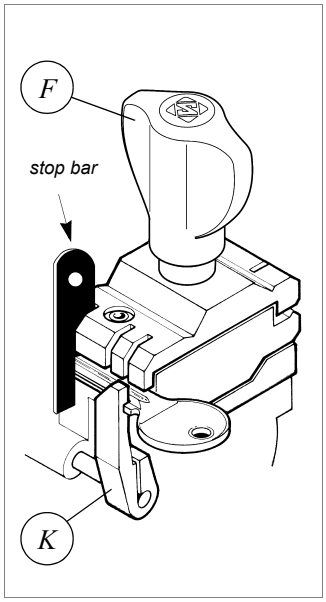

Fig. 18
b) the key stop butts against the gauge (K) or, in the absence of a stop, the tip of the key is against the stop bar (fig.18).
c) close the jaws by turning the knobs (F).